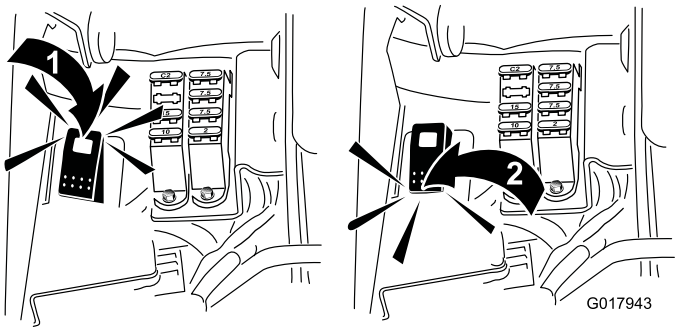

Figur 51
5. Indstil baglapningskontakten til tilbagepositionen (R) (Figur 51).